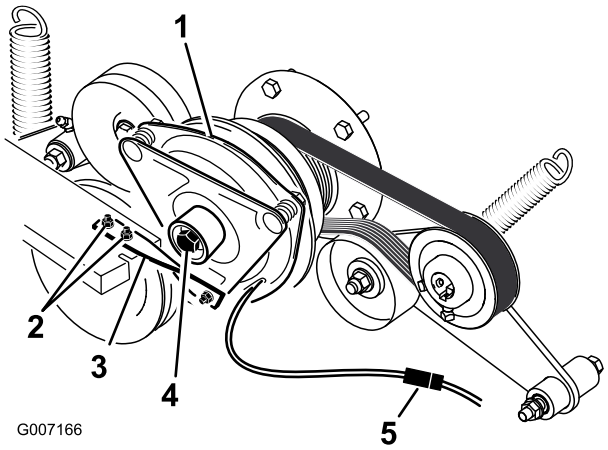

Figur 53
6. Tag koblingsstikket ud (Figur 53).
7. Fjern de to bolte, der fastholder gummikoblingsarmen til plæneklipperrammen (Figur 53).
8. Fjern den midterste bolt, der fastholder koblingen til motorens aksel, og fjern koblingen og nøglen (Figur 53).
15. Mens krumtapakslen holdes på maskinens bagende, monteres midterbolten og spændes til et moment på 68 Nm (Figur 53).
16. Monter gummikoblingsarmen på plæneklipperstellet med de to bolte og møtrikker, du fjernede tidligere (Figur 53).
18. Sæt koblingsstikket i (Figur 53).